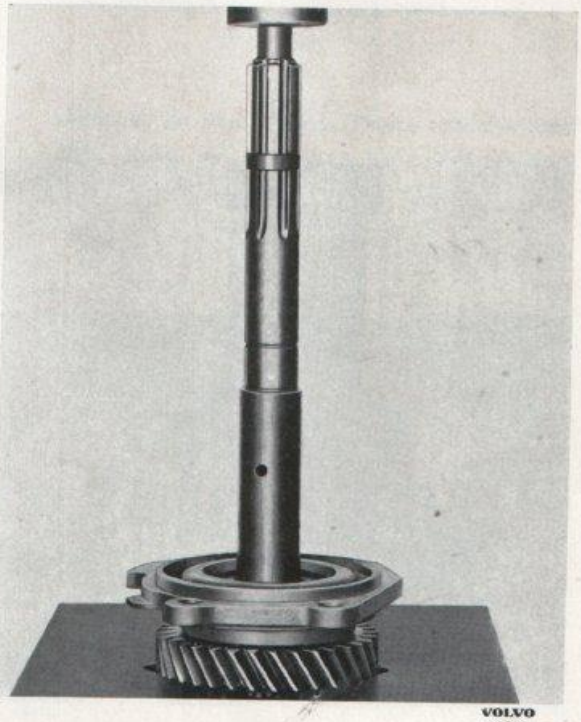

Bild 3-20. Isärtagning av huvudaxel, II
Tag bort låsringen och pressa av excentern för överväxelns oljepump. Tag bort låsringen för huvudaxelns bakre lager. Skjut kopplingshylsan (41) för 1:an och 2:an framåt. Placera axeln i en press och stöd under 1:ans kugghjul (10). Pressa ut axeln, se bild 3-20.